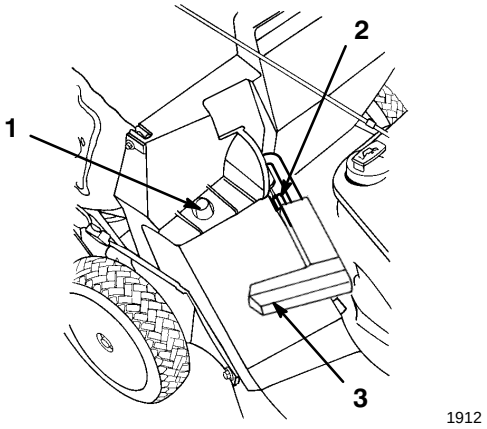

Abbildung 14
2. Darauf achten, daß der Griff der Auswurfkanaltür ganz vorne steht und der Stift die Auffangvorrichtung berührt (Abb. 14).
3. Das Loch im Korbrahmen auf den Haltepfosten am Gehäuse schieben (Abb. 14).
2. Den Griff der Auswurfkanaltür anheben und nach vorne bewegen, bis der Sperrstift die Auffangvorrichtung berührt (Abb. 14).